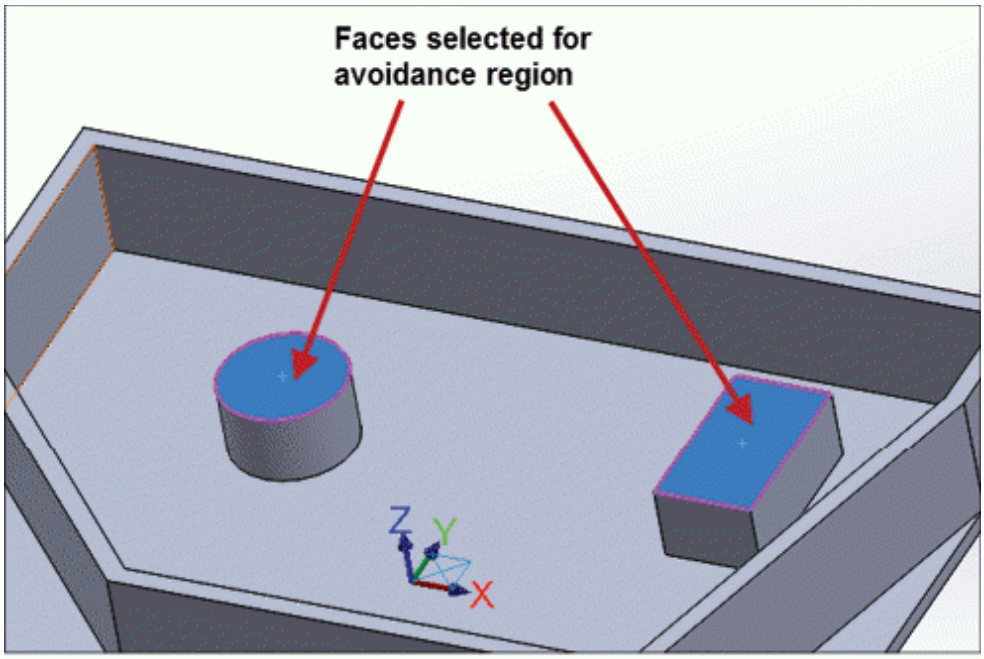

Figure-27. Avoidance region selection
- Note that there are islands in the part which should be counted as avoidance region to dynamic mill this part. Click on the **Select avoidance chains** button from the **Avoidance regions** area of the **Chain Options** dialog box and select the faces of islands to be avoided while machining; refer to Figure-27. Specify desired value in **Clearance** edit box to give buffer around avoidance regions when machining.